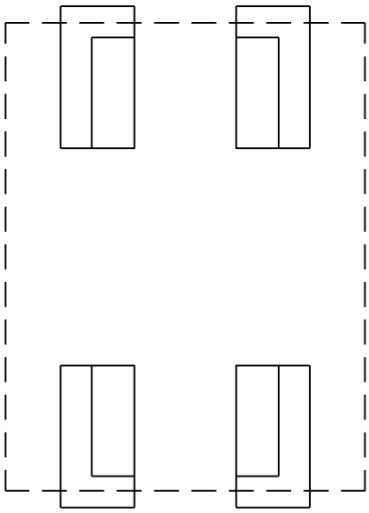

Figure 3-1 Top View Steamer on Foam Blocks
b) Remove the four foam packing blocks from the upper packing assembly and position them on a flat surface (e.g., the floor) as shown in Figure 3-1.
c) Center the steamer on the blocks as shown in Figure 3-1 and 3-2.